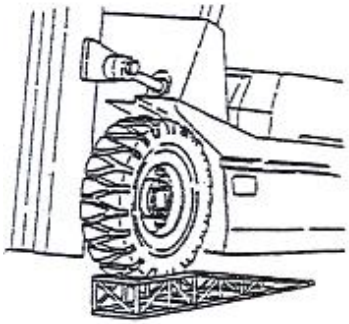

Figure2-59
7.5.4 Replace the roller of main frame as shown in Figure 2-59